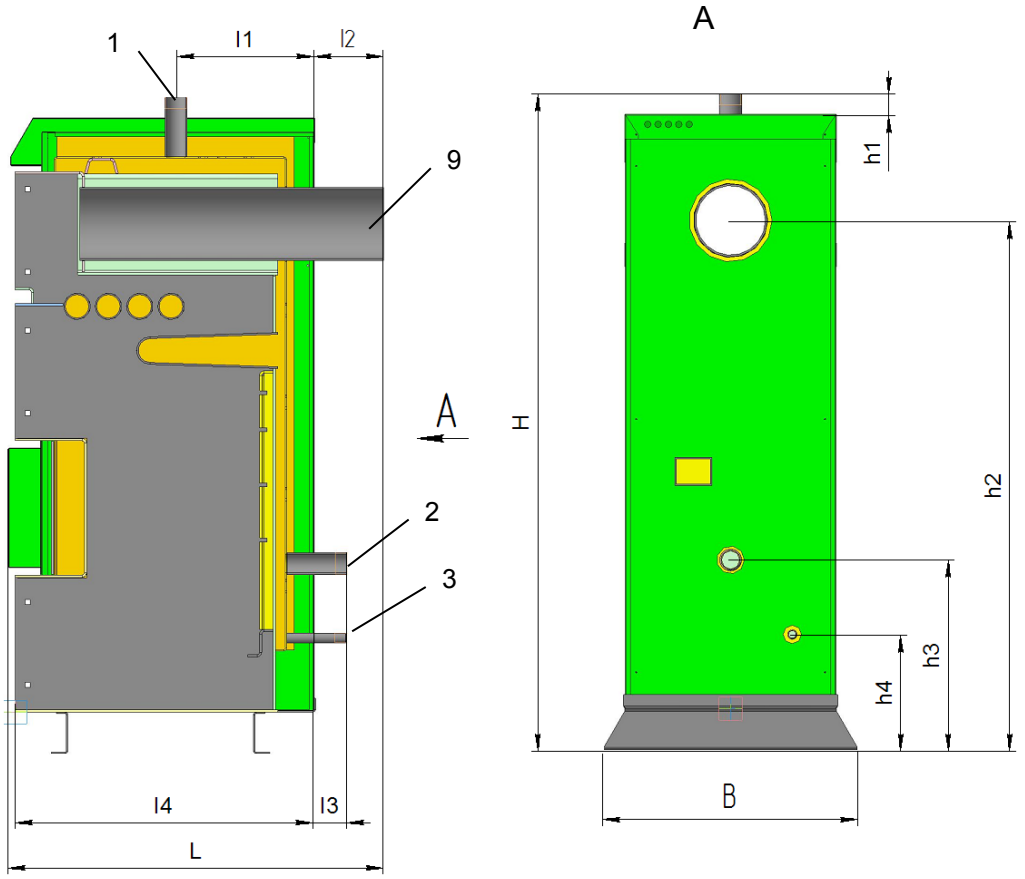

Рисунок 1 - Габаритные и присоединительные размеры Котлов моделей L-12÷102
Габаритные (максимальный габарит) и присоединительные размеры Котла (см. рис.1), мм:
Котел (рис.1, 2, 3) представляет собой стальной сварной теплоизолированный каркас, обшитый снаружи съемной декоративной облицовкой, все вместе образующие собой корпус, и устанавливаемый на собственных опорах (16). Внутреннее пространство имеет сложную конфигурацию, включает в своем составе трубчатый теплообменник (14), предназначенный для циркулирования теплоносителя (воды), листовые детали, образующие вместе со стенками каркаса камеру сжигания, воздухоподводящие каналы (на рисунке не показаны), систему дымоудаления из Котла (9). Внутри каркаса в нижней части расположены устройства: колосниковая решетка для размещения топлива (15), зольный ящик (5) для сбора и удаления золы. Снаружи Котел имеет дверцы (11,12,13) с назначением согласно рисунку 3, патрубки для подсоединения к трубопроводам водяного контура системы отопления (1,2), патрубок для опорожнения теплообменника (3), штуцер для установки тягорегулятора (17), штуцер для установки термодатчика (19), дутьевой электровентилятор, штуцера для подключения ТЭНа, тягорегулятора. Выход дымохода размещен на задней стенке Котла; выходная труба снабжена шиберной заслонкой.